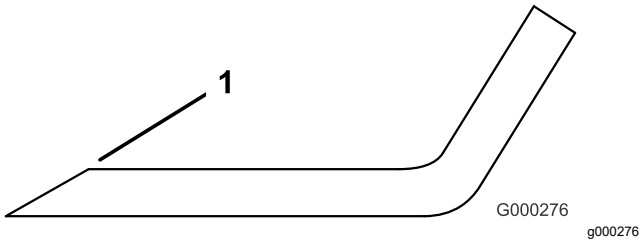

Figuur 145
4. Als de snijranden niet scherp zijn of bramen vertonen, moeten ze worden geslepen (Figuur 145).